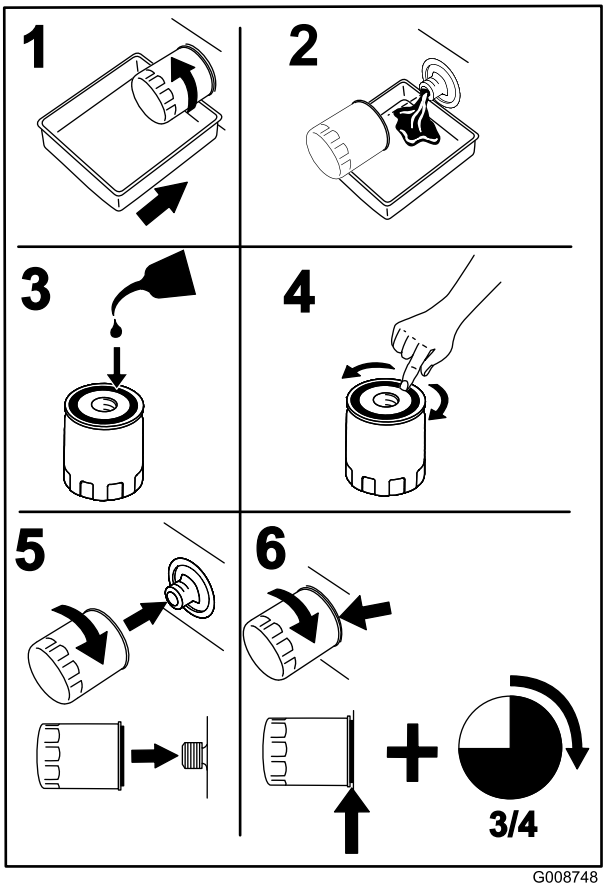

Figuur 42
4. Plaats een opvangbak onder het oliefilter en draai het filter linksom om het te verwijderen (Figuur 42).